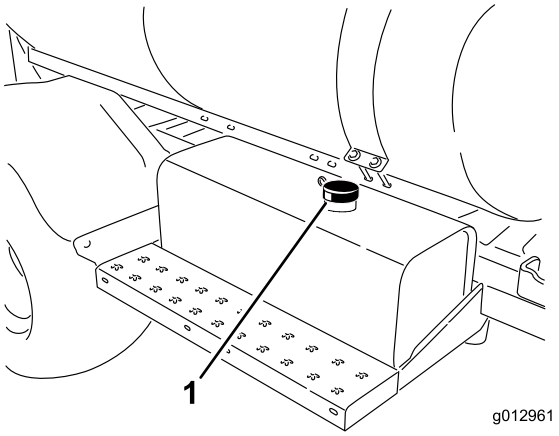

Figuur 56
3. Reinig de omgeving van de dop van de hydraulische tank en verwijder de dop (Figuur 56).